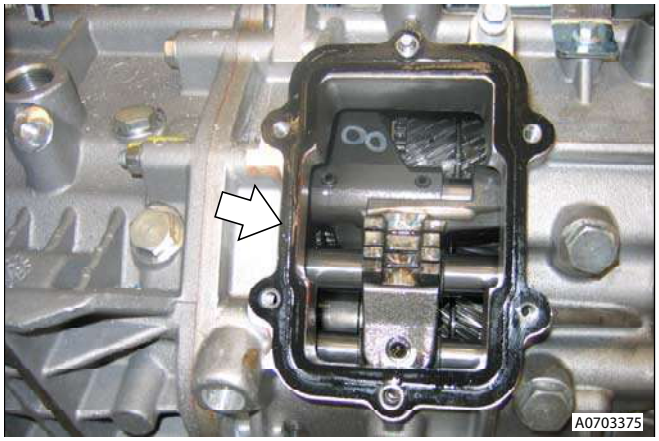

Figure 2
5. Remove and discard gasket (see Figure 2).